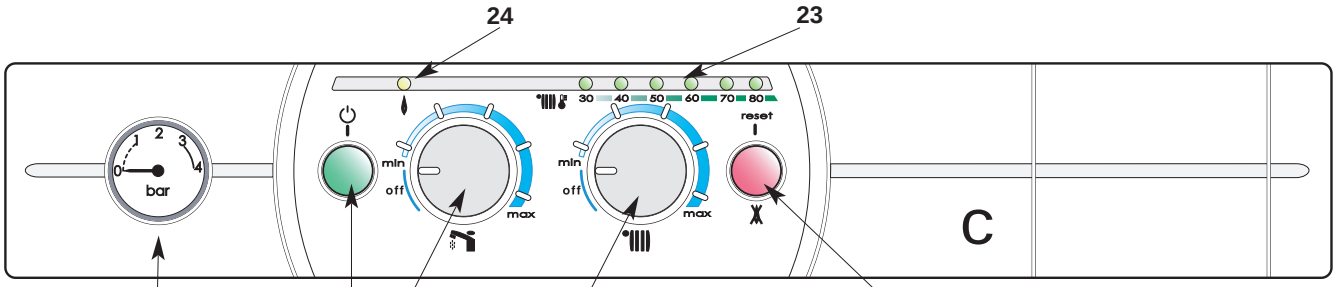

Fig. 1
Control panel (**Fig. 1**)
- turn the control knobs **21** and **22** to the «**off** »position (fully anti-clockwise), button **20** (Fig. 1) remains lit. The appliance remains in stand-by mode unless the anti-frost device is activated.
Remember to re-open it at the start of the heating season, when you switch the heating back on by rotating button **22** *(Fig. 1) or by turning the clock on.*
The boiler is fitted with a safety system which authorises operation of the burner. If this device does not detect movement in the flue the boiler will shut down for safety reasons, and indicators 40, 60 and 80 flash **23 (Fig. 1**).